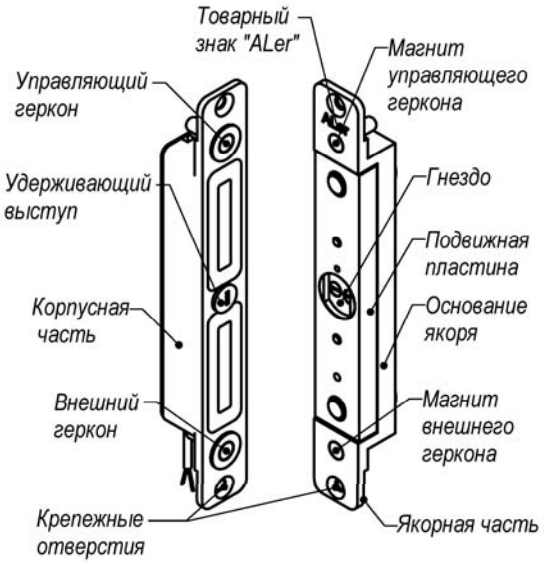

Рис.1
4.1 ЗАМОК состоит из корпусной и якорной частей. При закрытии двери подвижная пластина якорной части притягивается к рабочей поверхности корпусной части, при этом удерживающий выступ на корпусе входит в соответствующее гнездо пластины якоря и запирает дверь (рисунок 1). Величина удерживающего усилия замка определяется конструктивными размерами удерживающего выступа. При снятии напряжения питания ЗАМОК разблокируется, что приводит к отпиранию двери.
5.2 Для монтажа якорной части в дверном полотне симметрично кромкам двери подготавливается гнездо шириной не менее 26 мм и глубиной не менее 28 мм. Подвижная пластина якоря не должна касаться стенок гнезда при любом положении якоря. Якорная часть замка вертикального исполнения должна быть сориентирована в гнезде по установочной метке в виде товарного знака «ALer» направлением вверх (рисунок 1).